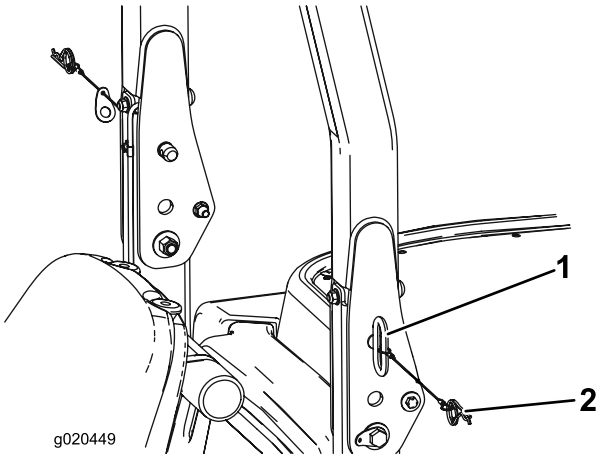

Figuur 32
1. Om de rolbeugel omlaag te klappen verwijdert u de R-pennen en de twee pennen (Figuur 32).